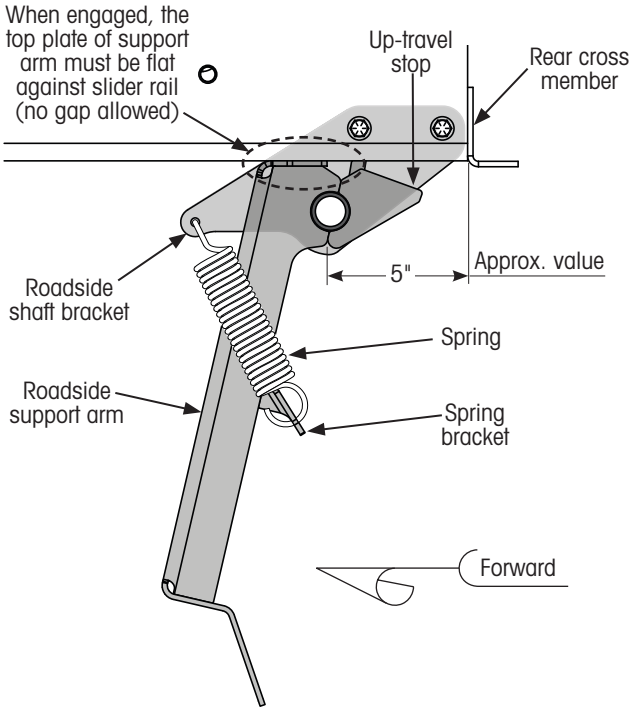
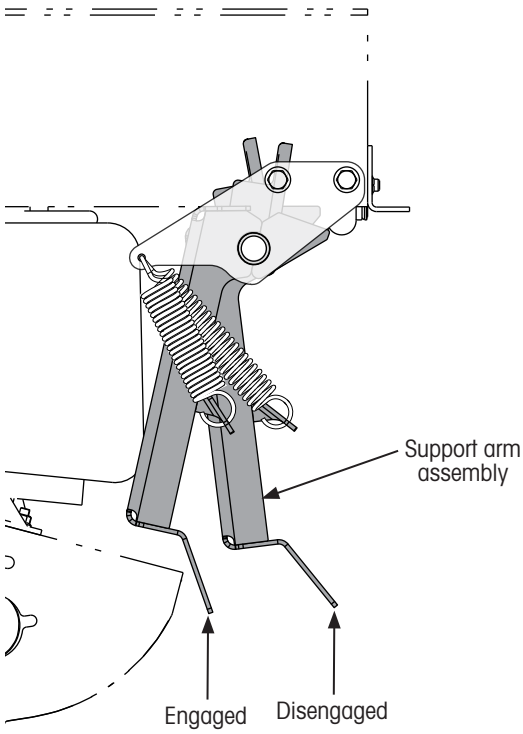

Figure 36: Verifying support arm assembly position
Figure 37: Checking support arm assembly movement
NOTE: At this time, spring tension should be holding the roadside support arm top front edge against the side rail (Figure 36).
A. **Pull** roadside support arm toward the disengaged position and **lift** shaft up so the top surface of the support arm is flat against the bottom surface of the side rail (Figure 36).
10. **Verify** the top surface of the support arms are flat against the underside bottom surface of the side rails and there is no gap (Figure 36) between the top of each support arm and the side rail.
11. **Measure** between the rear crossmember and the back edge of both arms (Figure 36). This measured distance should be approximately five inches.
13. **Manually move** support arm assembly (Figure 37) between disengaged up-travel stop (Figure 36) and fully engaged positions to ensure support arms move freely without binding.